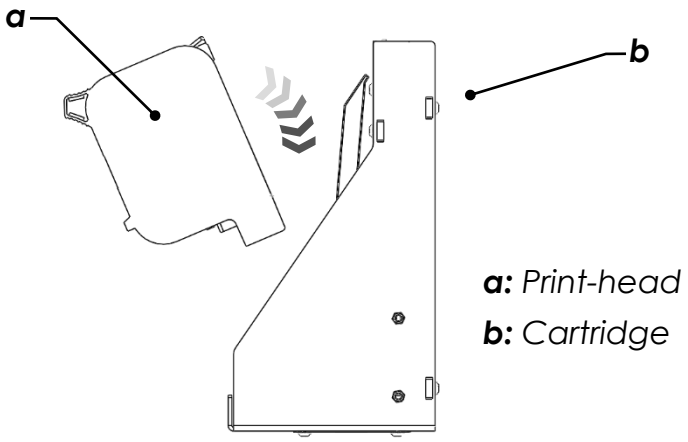

Figure 19
- Carefully insert the cartridge into the print-head and make sure that it is perfectly in place as shown in Figure 19. Avoid any extra force to prevent damage on cartridge or driver pins.